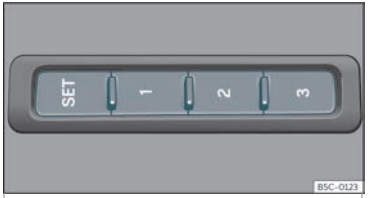

Abb. 104 Außen am Fahrersitz: Speichertasten.
• Taste **SET** länger als 1 Sekunde drücken ››› **Abb. 104**.
- Taste **SET** gedrückt halten››› **Abb. 104**.